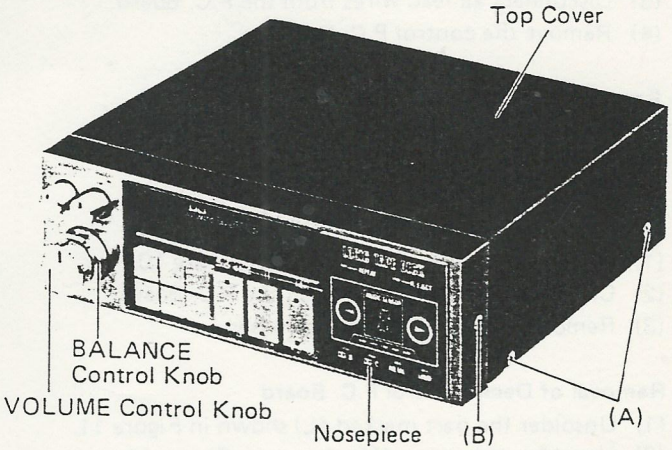

Figure 3
(1) Remove four screws (A) shown in Figures 3 and 4.
(2) Remove the top cover backward.
(1) Pull out the BALANCE and the VOLUME control knobs shown in Figure 3.
(2) Remove two screws (B) shown in Figures 3 and 4.
(3) Remove the nosepiece frontward.